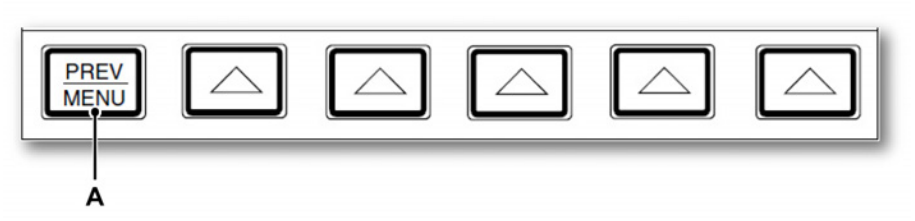

Figure E.7: Fluke 5700A/5720A Multifunction Calibrators display
4. To return to normal operation, press **PREV/MENU** twice (see Figure E.7).